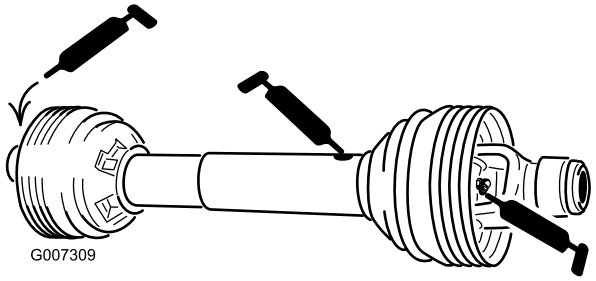

Figur 30
kraftuttaksakselen (3) (Figur 30)